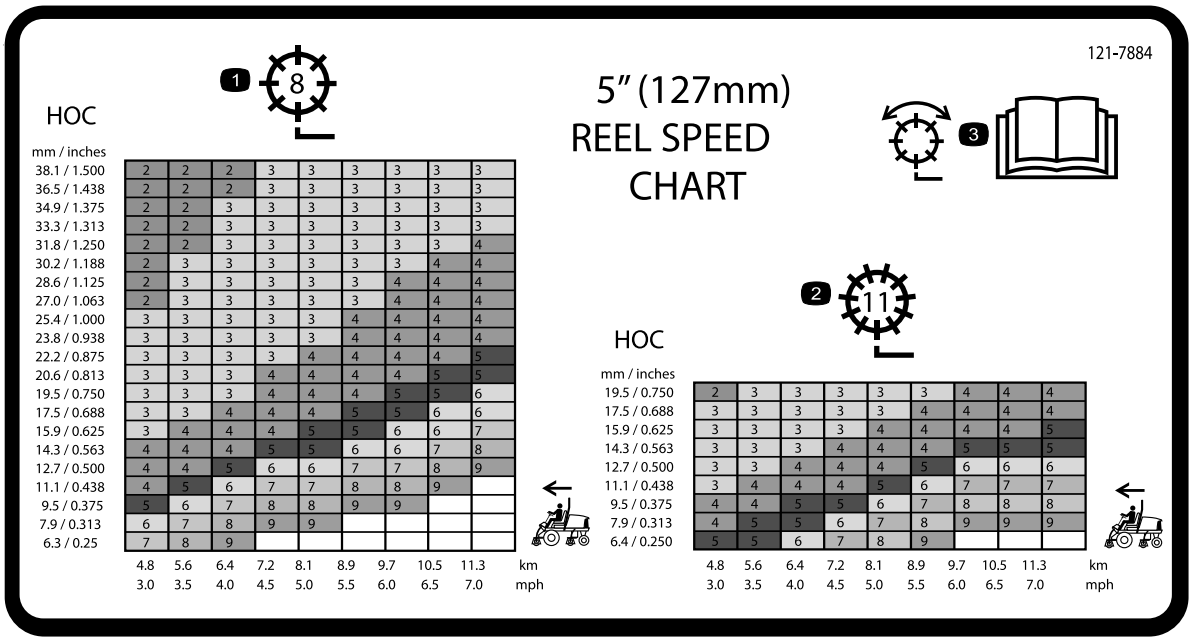

**Figur 31**
3. Bestäm korrekt hastighet för cylindrarna genom att använda kurvan på dekalen med tabellen över cylinderhastighet (Figur 31).